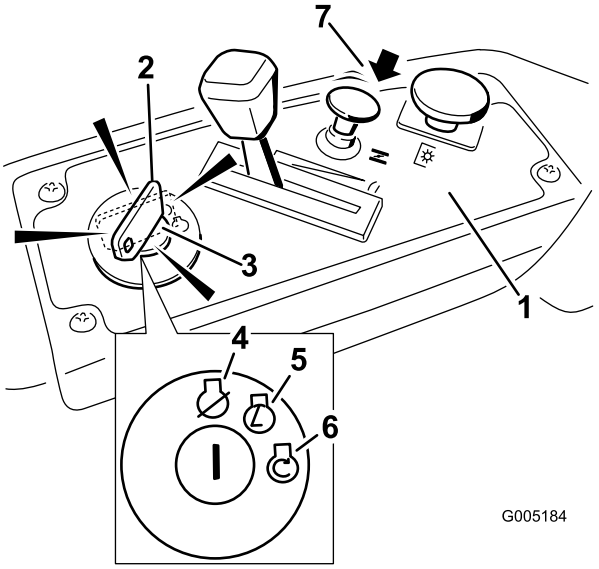

Figur 12
4. Vrid tändningsnyckeln till Start för att sätta igång motorn. Släpp nyckeln när motorn startar (Figur 12).
5. Tryck ned chokereglaget när motorn har startat (Figur 12). Dra upp chokereglaget om motorn stannar eller hackar och låt motorn gå några sekunder. Tryck sedan ned chokereglaget. Upprepa vid behov.
2. Flytta gasreglaget till läget mellan snabbt läge och halv gas (Figur 12).